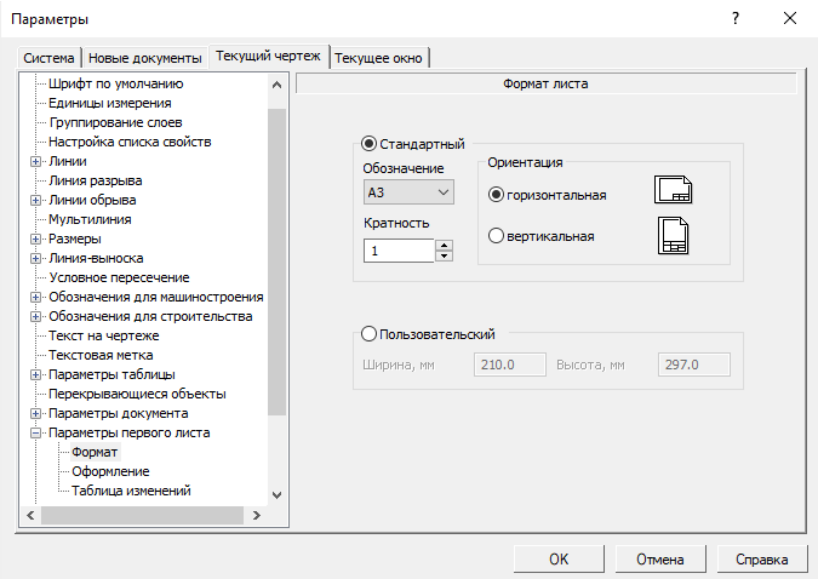

Рис. 8.26
6) Установите ***Обозначение*** – А3, ***Ориентация*** – Горизонтальная (рис. 8.26). Нажмите ***Ок***.